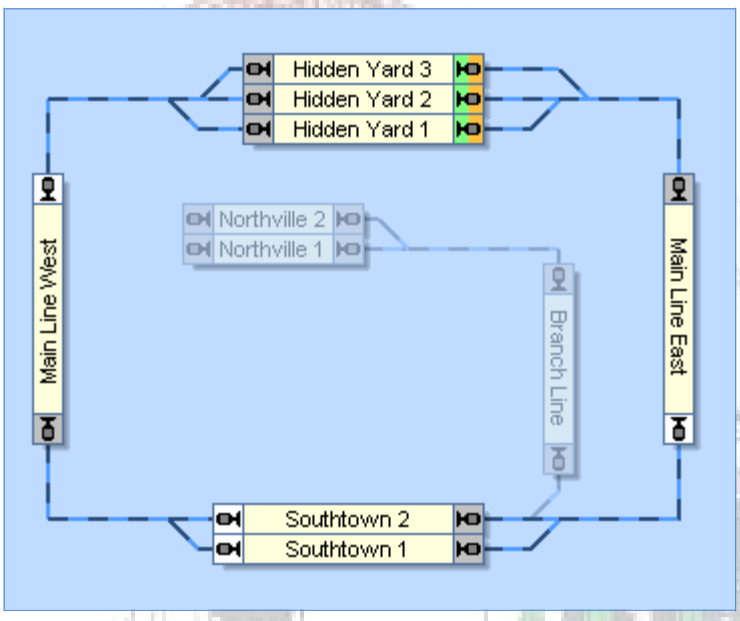

Imagen 122: Esquema con rutas alternativas
La Imagen 122 muestra un programa de movimientos de trenes, que comienzan en uno de los tres bloques en "Hidden Yard", van a la línea principal en sentido horario, pasan por "Southtown" a través de uno de los dos bloques y terminan de nuevo en "HiddenYard".
de la Imagen 122 también puede iniciarse en el sentido contrario a las agujas del reloj.
Los términos *inicio* y *destino* se usan principalmenle para describir desde los trenes viajan en un trayecto y donde los trenes terminan. El bloque de salida real de un tren también puede ser localizado en el interior de la ruta. En la Imagen 122 el *Dispatcher* primero intentará encontrar un tren disponible en "Hidden Yard". Si no hay un tren apropiado en "Hidden Yard", el **Dispatcher** puede ser programado para iniciar un tren en espera en "Southtown", si lo desea. Si selecciona un tren en espera en "Southtown" y comienza una ruta con ese tren, el *Dispatcher* utilizará este tren, aunque no esté ubicado en el bloque de inicio del horario.
! rando la Imagen 122 nos damos cuenta de que con un solo diagrama de ruta y cogiendo algunos bloques y rutas del diagrama principal de bloques, podemos describir todos los posibles movimientos de trenes en ambas direcciones en la línea principal de este trazado.
- Por ejemplo, en la Imagen 122 se puede indicar explícitamenle "Southtown 1" como bloque de destino adicional. Si Southtown 1 está disponible, entonces cada tren procedenle de "Main Line East" seleccionará "Southtown 1" como su destino. Si "Southtown 1" no está disponible, el tren procederá automáticamente a través de "Southtown 2" a "Hidden Yard".
B El Dispatcher sigue una estrategia inteligente, cuando tiene que seleccionar una de varias rutas posibles. En la Imagen 122, por ejemplo, el Dispatcher tiene que seleccionar una de tres posibles rutas cuando un tren se aproxima a "Hdiden Yard" desde el oeste o desde el este.
En la Imagen 122, por ejemplo, el bloque "Main Line East" no se libera antes de que un tren procedente de "Hidden Yard" haya llegado a "Southtown". Si "Main Line East" todavía se indica como ocupado cuando el tren llega a "Southtown", la liberación de "Main Line East" se retrasa aún más hasta que se apague la indicación de ocupación de "Main Line East".
- Cuando un tren llega a un bloque, todos los bloques/rutas no ocupados que se encuentran antes de este bloque, pero que no se encuentran detrás de otro bloque/ruta ocupado y reservado, se vuelven accesibles. Si, por ejemplo, "Main Line East" en la Imagen 122 todavía está reservada y ocurre cuando el tren llega a "Main Line West", entonces el bloque "Southtown" no se libera, independientemente de si está ocupado o no. Si ambos, "Main Line East" y el bloque relacionado en "Southtown", están desocupados cuando el tren llega a "Main Line West", entonces ambos bloques son liberados.